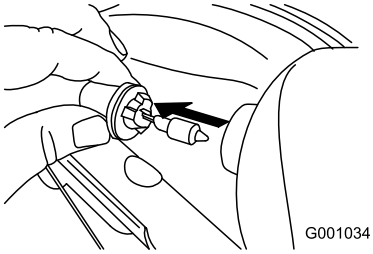

Figura 57
3. Togliete la lampadina dal retro del faro (Figura 57).